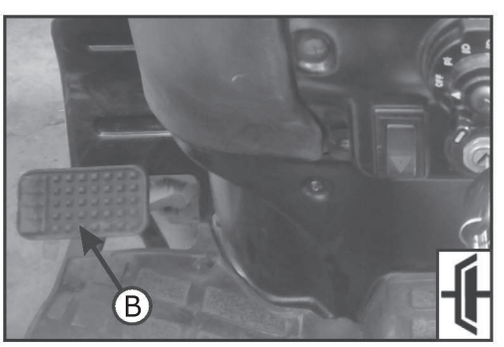

Рис. 4.8
4.8 Педаль сцепления (B), рис. 4.8